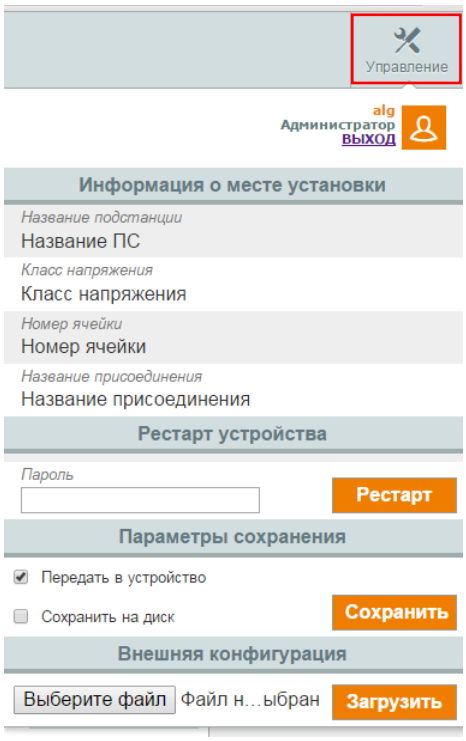

Рис.3.58 Меню управление
4) В верхнем правом углу параметризатора нажать кнопку «Управление» (рис.3.58);